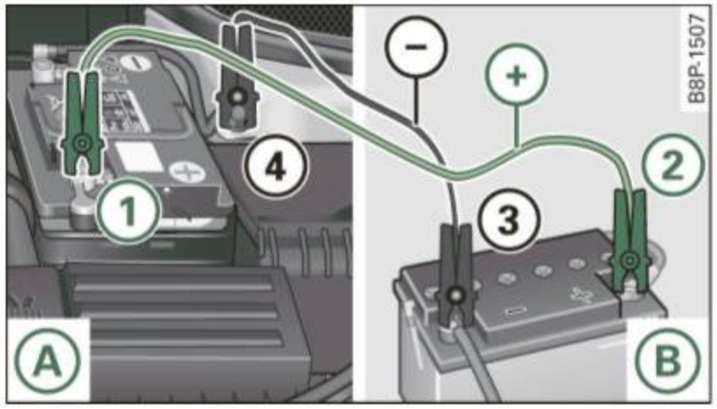

Fig. 196 Jump-starting with the battery of another vehicle: A – discharged vehicle battery, B – booster battery
If you provide start assistance for others with your vehicle, you should not clamp the minus cable **(–)** to the negative terminal of the discharged battery ⇒ fig. 196 (4) but to a solid metal part screwed firmly to the engine block, or to the engine block itself. In case of an inadequately ventilated battery of the vehicle receiving power, there is a danger of explosion due to detonating gas! ■
4. Connect one end of the red jumper cable to the positive terminal (1) ⇒ *page 287*, fig. 196 of the discharged battery (A) ⇒ (!) in "General information of starting assistance".
5. Connect the other end of the red jumper cable to the positive terminal (2) of the booster battery (B).
6. Connect one end of the black jumper cable, preferably at the ground point. Otherwise, connect it to the negative terminal (3) of the booster battery (B).
7. Connect the other end of the black jumper cable to the **ground point (bolt head) (4) in your vehicle (A)**.
- Please note that the procedure for connecting a jumper cable as described above applies specifically to the case of your vehicle being jump started. When you are giving a jump start to another vehicle, do *not* connect the minus (–) cable to the minus (–) terminal on the discharged battery (4) ⇒ *page 287,* fig. 196. Instead, securely connect the minus (–) cable to either a massive metal component that is firmly bolted to the engine block or to the engine block itself. If the battery that is being charged does not vent to the outside, escaping battery gas could ignite and explode! ■